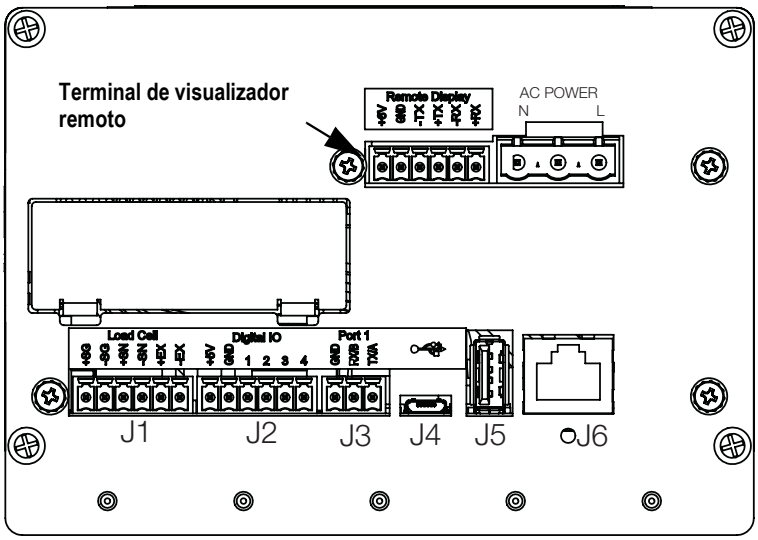

*Figura 2-5. Montaje remoto del conjunto del controlador*
Se requiere un conector de 6 clavijas (N.º de ref. 153883) para montar el conjunto del controlador de forma remota, consulte la Figura 2-5 para la ubicación del terminal y la Tabla 2-1 para las asignaciones de clavijas.